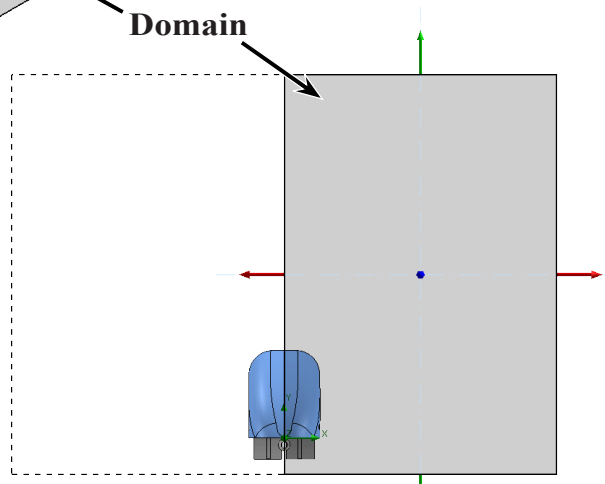

Fig. 12
Step 6. **Only half the car** should be inside the domain, **Fig. 12**. This will reduce the solver time. Solver can take several minutes.